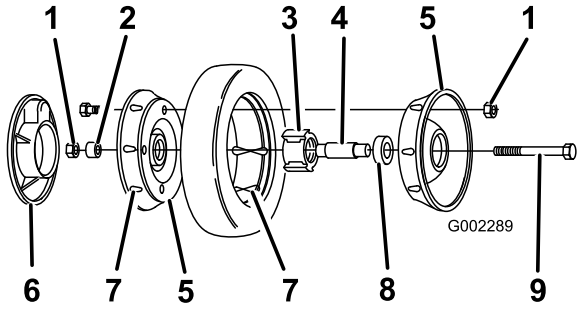

Figura 32
3. Togliete il bullone, il distanziale della ruota e il dado di bloccaggio che fissa la ruota al braccio orientabile (Figura 32).
4. Separate le semiruote dal pneumatico togliendo i quattro bulloni e i quattro dadi di bloccaggio (Figura 32).
Nota: Se volete togliere i cuscinetti dal gruppo cuscinetto-mozzo, premete sul distanziale del cuscinetto (Figura 32).
1. Collocate il pneumatico su una semiruota allineando le sporgenze (Figura 32).
2. Collocate il gruppo cuscinetto-mozzo nel foro centrale della semiruota. Verificate che i piedi del mozzo si trovino sulla flangia del foro (Figura 32).
3. Collocate l'altra semiruota sul gruppo cuscinetto-mozzo, ed allineate la ruota e le sporgenze del pneumatico con i fori di montaggio (Figura 32).
4. Unite le semiruote, senza stringere molto, usando due viti o bulloni completamente filettati (1/4-20 x 1,50 poll.) e dadi senza blocco. Montate le viti o i bulloni nei fori opposti (Figura 32).
5. Controllate che tutte le parti siano allineate, e serrate i bulloni alternando da un lato all'altro per ottenere un serraggio uniforme, finché le semiruote non si toccano (Figura 32).
6. Montate negli altri fori delle semiruote i due bulloni e i due dadi di bloccaggio tolti in precedenza, e serrateli. Togliete i due bulloni lunghi e sostituiteli con due bulloni e due dadi di bloccaggio (Figura 32).
7. Montate la ruota sul braccio orientabile utilizzando i bulloni, un distanziale ed un dado di bloccaggio. Verificate che il distanziale si trovi fra il mozzo e il braccio orientabile (Figura 32).